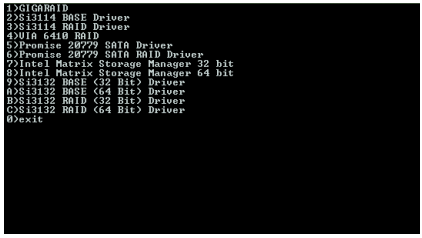
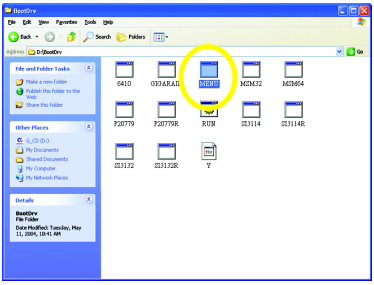

Fig. 13
Fig. 14
Step 2: When the controller menu (Fig.13) appears, remove the startup disk and insert the blank formatted disk. Select the controller driver by pressing the corresponding letter from the menu.
For example, from the menu in Figure 13, press 7 to select **Intel Matrix Storage Manager 32 bit** for Windows operating system(Note 2). Your system will then automatically zip and transfer this driver file to the floppy disk. Press 0 to exit when finished.
Use an alternative system and insert the GIGABYTE motherboard driver CD-ROM. From the CD-ROM drive folder, double click the **MENU.exe** file in the **BootDrv** folder (Figure 14). A command prompt window will open similar to that in Fig. 13.